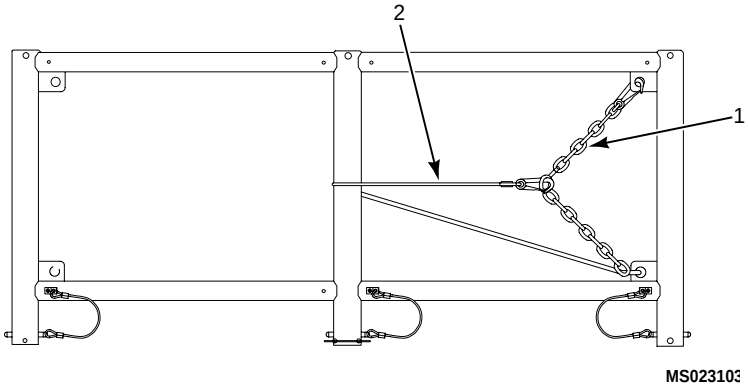

Figure 3. Side Handrail Assembly Preparation for Storage
13. Secure chain assemblies (1) on each side handrail assembly with bungee cords (2) to handrail (forming “V” configuration) so that chains do not interfere with grating. (Figure 3)
2. Remove three bolts (1), three lock washers (2) and three flat washers (3) at the rear of HMMWV. (Figure 3)
3. Remove two bolts (4), two lock washers (5) and two flat washers (6) from front of Main Box Assembly.